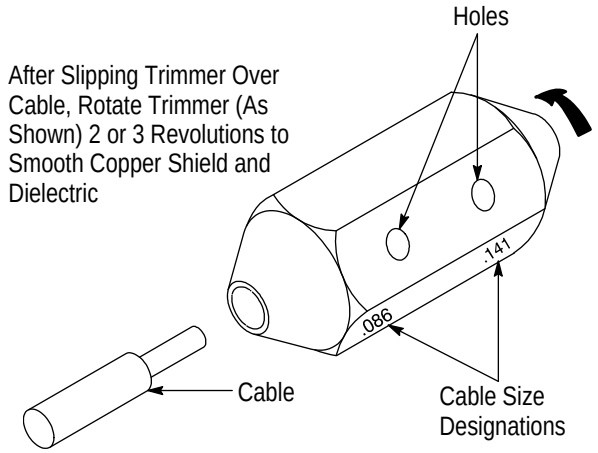

*Figure 6*
1. Slip the correct end of the trimmer tool over the exposed cable end. See Figure 6.